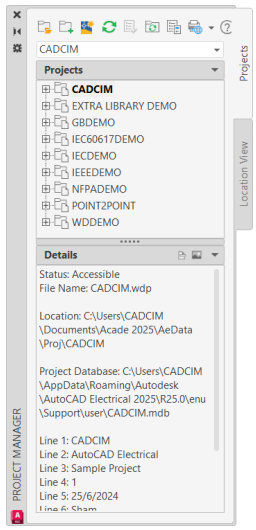

Figure 2-63 *The* ***PROJECT MANAGER*** *displaying the* ***CADCIM*** *project and its description*
11. Choose the **OK** button from the **Create New Project** dialog box. You will notice that the **CADCIM** project appears in bold text at the top of the project list displayed in the **PROJECT MANAGER**, refer to Figure 2-63.
13. Choose the **Details** button from the **Details/Preview** rollout. You will notice that the project description/information entered in the first nine lines of the **Project Description** dialog box is displayed in the **Details/Preview** area, as shown in Figure 2-63.